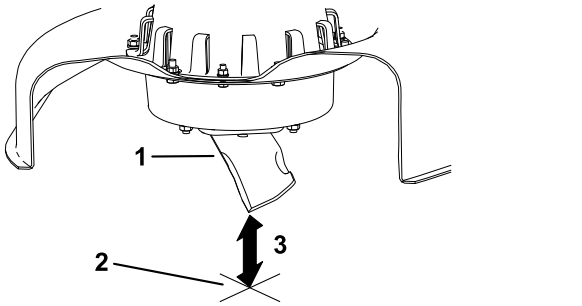

Figur 30
3. Mät från knivspetsen till den plana ytan (Figur 30).